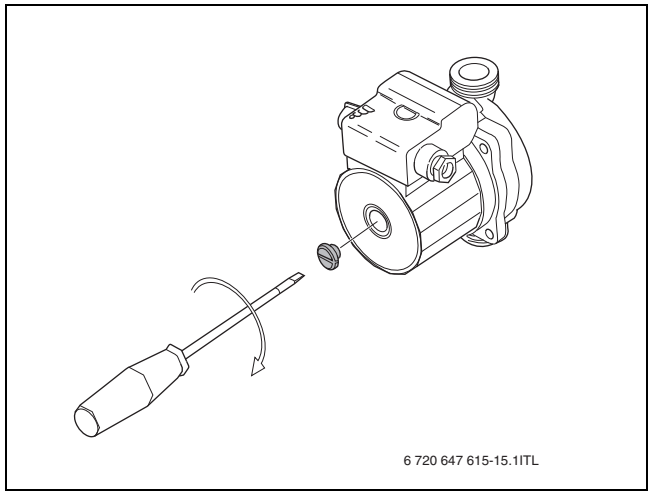

Рис. 5 Удаление воздуха из насоса отопительного контура
- ▶ Выпустите воздух из котла через воздушные клапаны (→ рис. 5 и 6).
- ▶ Выпустите воздух из насоса вплоть до вытекания воды через винт (→ рис. 5).